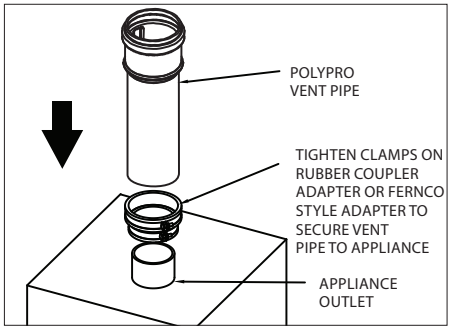

Figure 5
3. If the appliance outlet has a rubber boot or Fernco-style appliance adapter, then the PolyPro vent pipe may attach directly to the appliance (***Fig.5***).